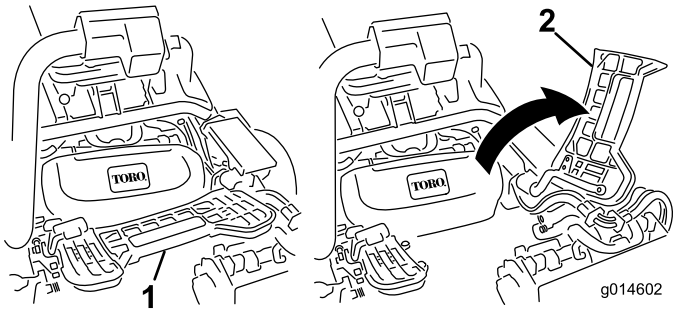

**Figuur 11**
3. Voor het monteren van het middelste maaidek moet u de voetsteun omhoog klappen zodat u toegang heeft tot de plaats van het middelste maaidek (Figuur 11).